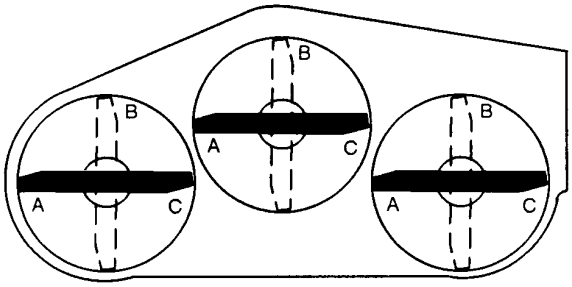
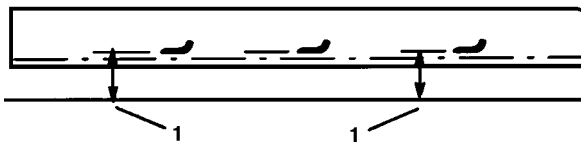

Fig. 18
Fig. 19
5. Sett alle knivene i stilling “A” (fig. 18) og mål fra den flate delen til spissen på hver kniv (fig. 19).
6. Merk deg verdiene ved “A”, drei knivene til stilling “B” (fig. 18), mål avstanden på alle knivene til den flate delen og merk deg verdiene (fig. 19).
7. Drei knivene til stilling “C”, mål og merk deg avstanden (fig. 18 og 19).